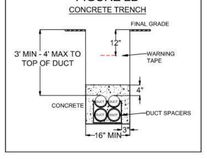

FIGURE 3
7) DUCT TO BE STACKED AT SERVICE POLE AS PER FIGURE 3, OPPOSITE SIDE OF TRAFFIC FLOW ON A 45 DEGREE ANGLE.